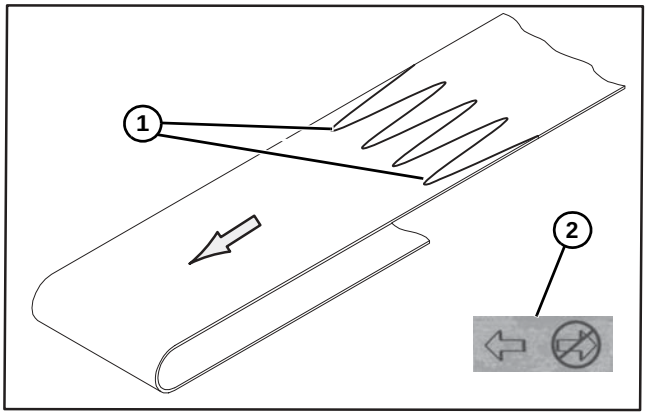

Abbildung 50
1. Band so ausrichten, dass die Finger, welche die Verbindung führen **(Abbildung 50, Teil 1)**, in Transportrichtung des Bands (von Richtungsetikett auf Förderband angegeben) **(Abbildung 50, Teil 2)** zeigen.
2. Band so ausrichten, dass die Finger, welche die Verbindung führen **(Abbildung 50, Teil 1)**, in Transportrichtung des Bands (von Richtungsetikett auf Förderband angegeben) **(Abbildung 50, Teil 2)** zeigen.